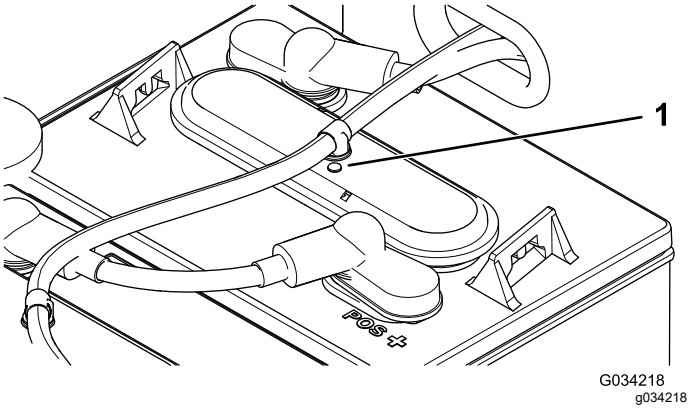

Figura 40
3. Verifique os ilhós em cada bateria para ver se são pretos ou brancos (Figura 40).